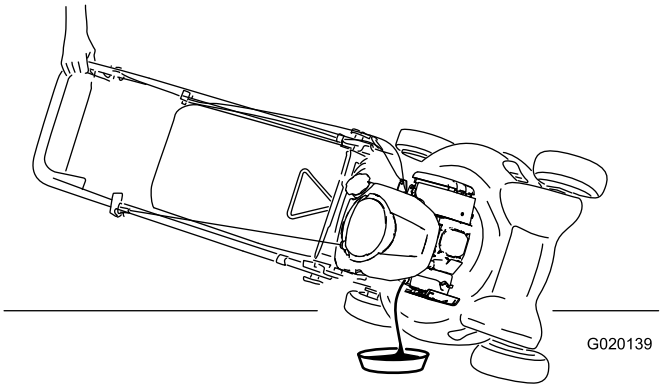

**Figuur 21**
5. Verwijder de peilstok en laat de gebruikte olie in de opvangbak lopen (Figuur 21).